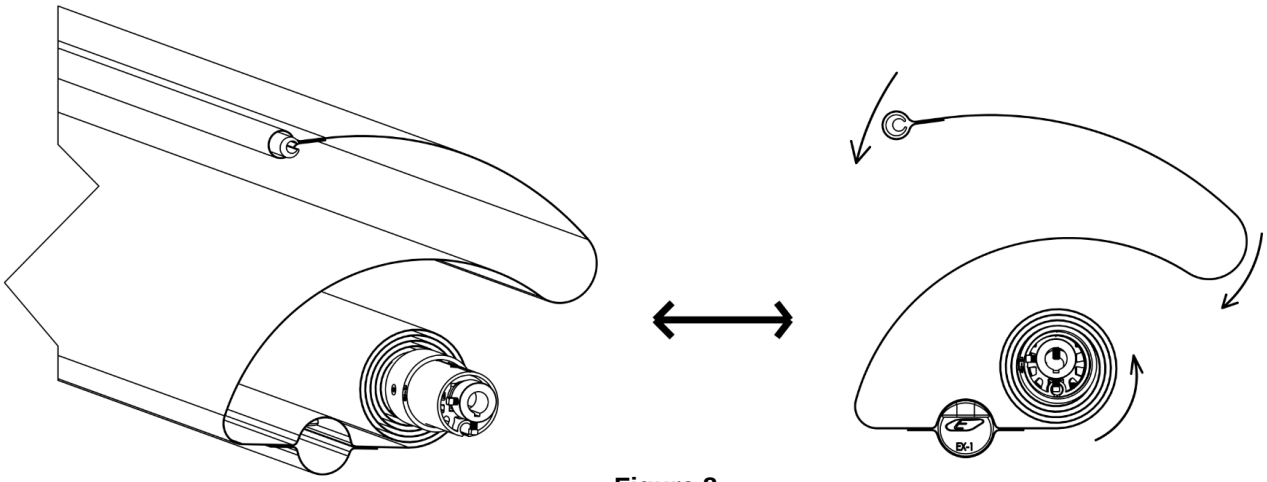

Figure 8
1. **Figure 8.** *Wind the rolling pipe up to the center of the tarp and bend the anchoring tube portion in an accordion pattern.*